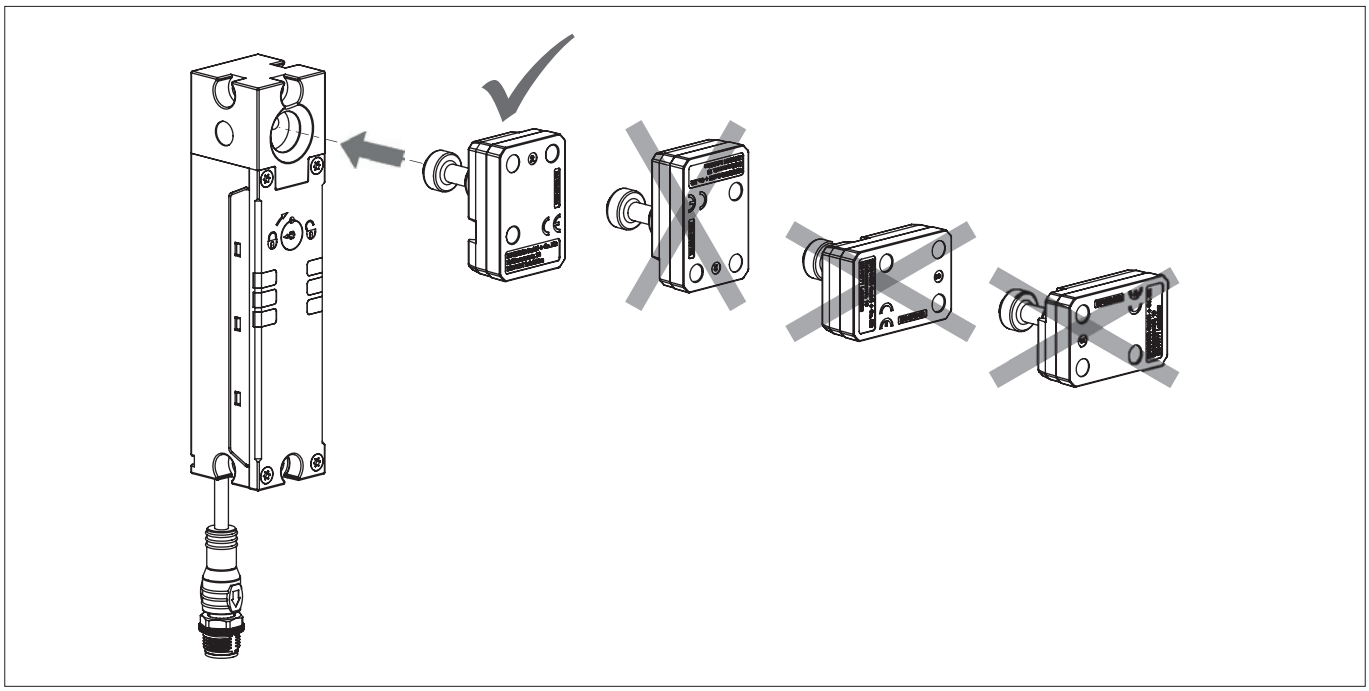

Fig. 2: Actuator alignment
- Actuator and safety switch must be mounted such that the actuator is perpendicularly and completely inserted into the switch when the guard is closed (see*Fig. 2*). The guard locking function is not assured if installation is incorrect.